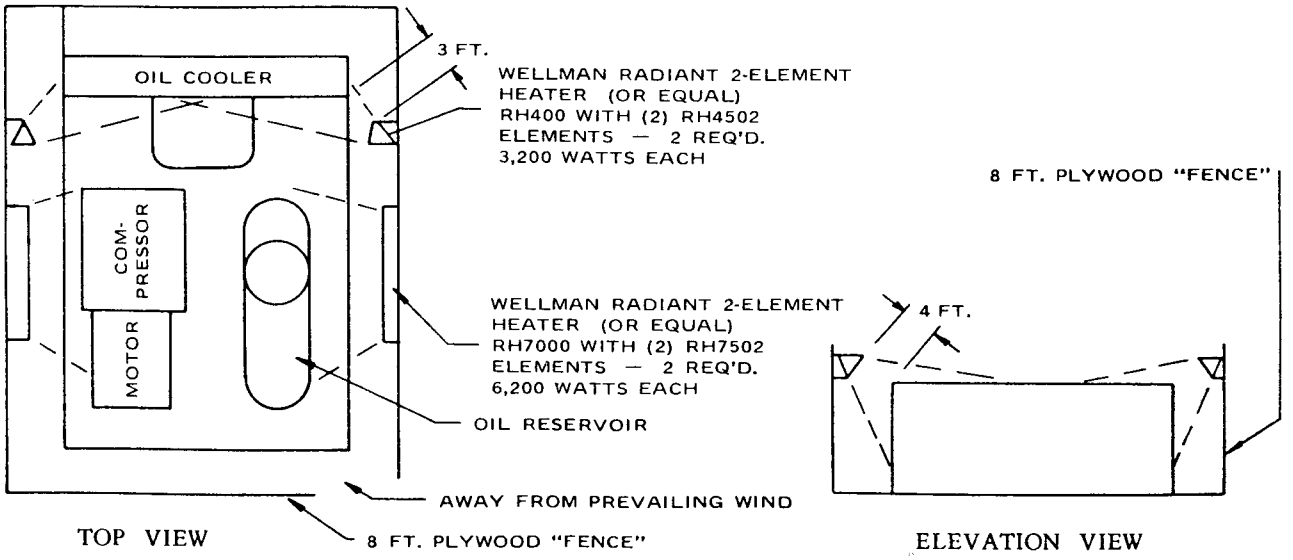

FIGURE 3-2.
3. Some means of providing heat to the oil reservoir and cooler during shutdown should be provided. There are various methods to accomplish this, but since openings are not provided for sump heaters, the use of radiant heaters is recommended. The heaters should be sized to provide at least a -10° F environment for the coolers, motor and sump. Figure 3-2 shows how these might be located in a typical installation and sizes required.